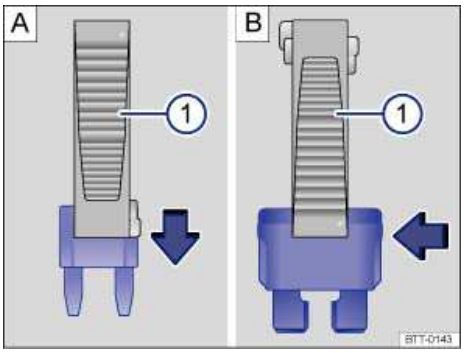

Fig. 172 Removing or installing a blade fuse with the plastic tweezers: A: MINI. B: ATO.
- *For blade fuses*: Depending on the type of fuse, slide the tweezers ⇒ fig. 172 **A** (1) or ⇒ fig. 172 **B** (1) onto the fuse in the direction of the arrow.